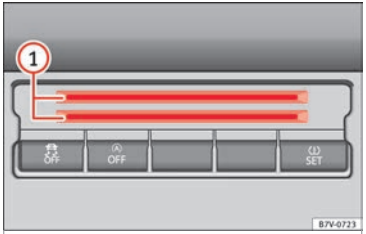

Fig. 180 Centre console, lower section: card compartment
To the bottom of the centre console there is a compartment ››› **Fig. 180** (1) for coins, cards, car park tickets and similar items.